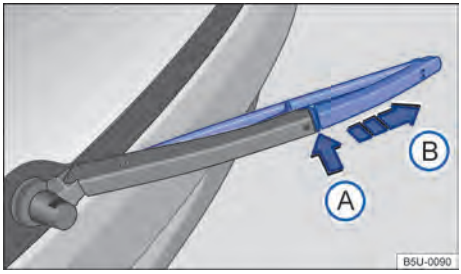

Fig. 186 Substituir a palheta do limpador do vidro traseiro.
– Manter o botão de destravamento → Fig. 186 Ⓐ pressionado.